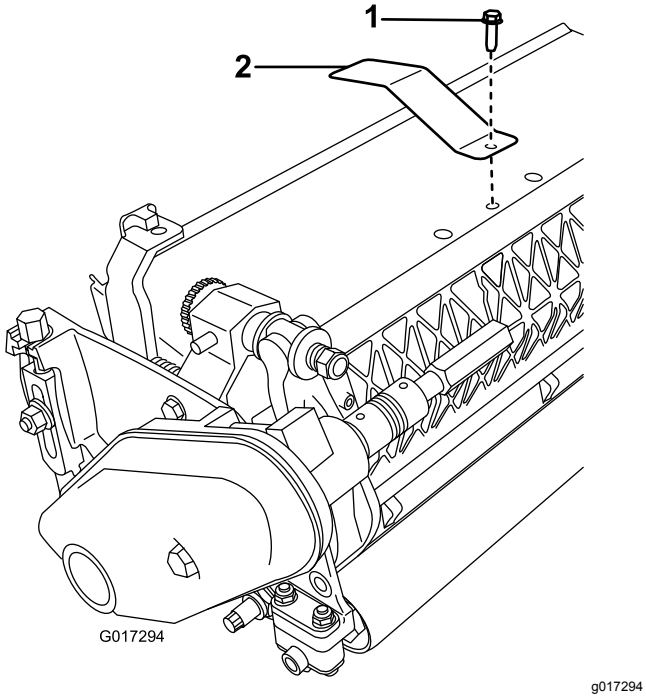

Figur 3
2. Ta bort mittskruven för grässkyddet (Figur 3).
3. Montera målplåten högst upp på klippenheten med den skruv som du tog bort tidigare (Figur 3).